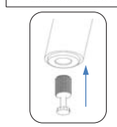

Fig. 1 – Install bolt
1. Thread anchor bolts into bike rack, Fig. 1.